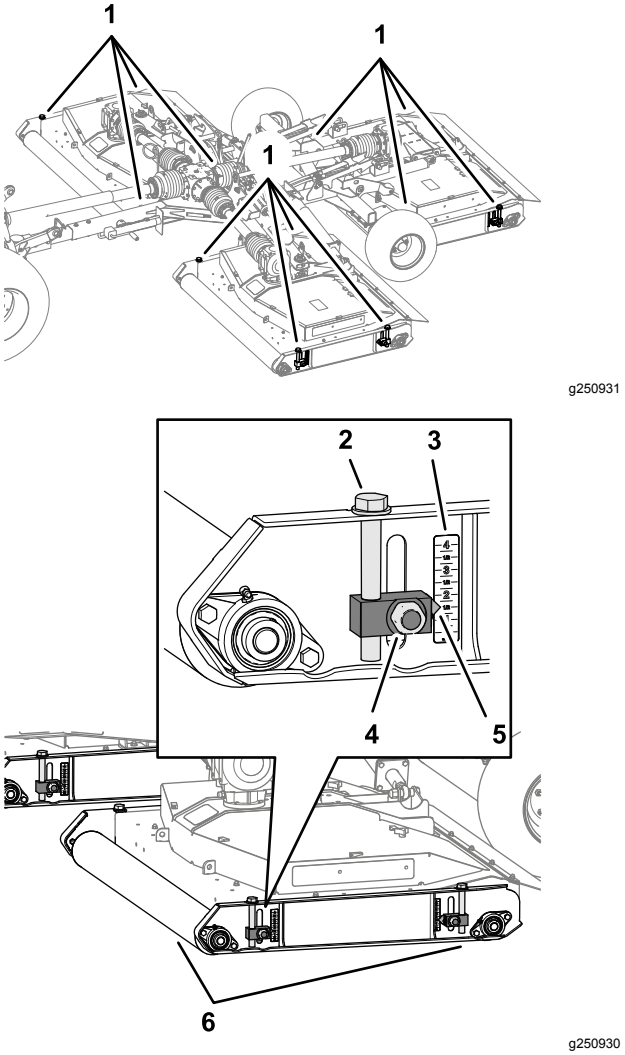

Figur 35
3. Løsne de fire låsemutterne som fester de fire klippehøydejusteringene (Figur 35) til klippeenheten.